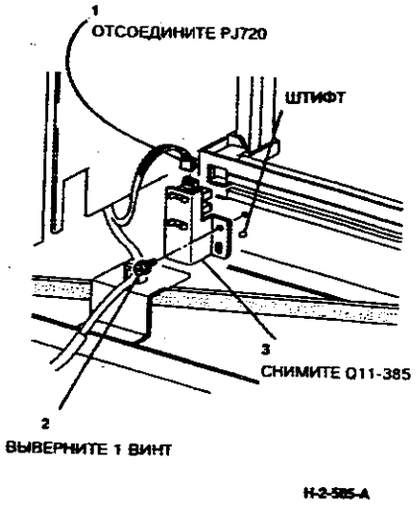

**Рисунок 2. Снятие датчика исходного положения подравнивающей планки (Q11-385)**
3. (Рисунок 2) Снимите датчик исходного положения подравнивающей планки (Q11-385).